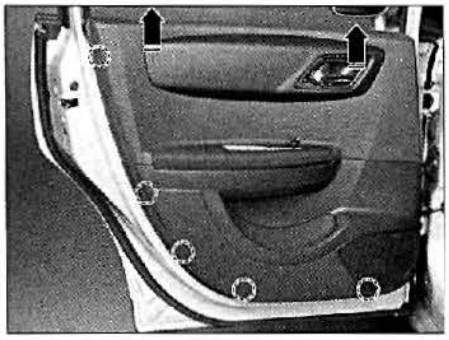

FIG. 51
• Desengrapar el guarnecido de puerta en los lugares indicados **(fig. 51),**